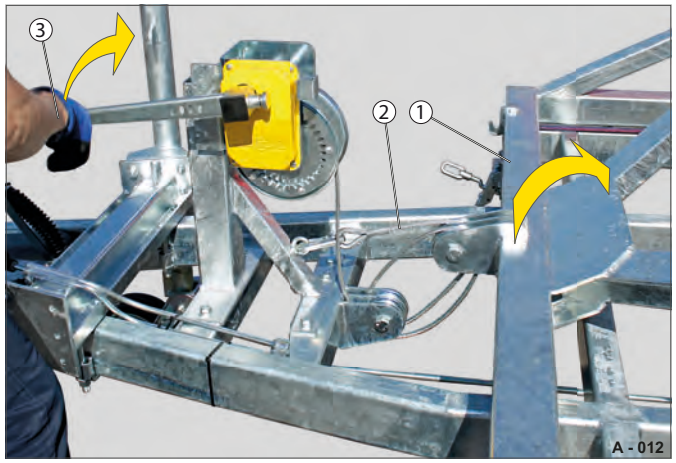

Fig. 7 Spil i betjeningsstilling
▶ Drej håndsvinget (Fig. 7 /3) i urets retning.
Wiren (Fig. 7 /2) slækkes. Tromlestativet (Fig. 7 /1) trykkes langsomt opad ved hjælp af gastrykfjedrene.